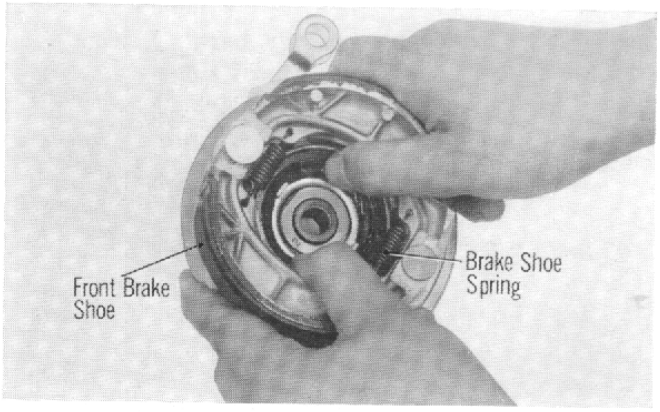

Fig. 75
(1) Place an adequate stand under the engine to raise the front wheel.
(2) Remove the front brake cable and the speedometer cable.
(3) Remove the axle nut and pull out the front wheel axle shaft and the front brake panel can be removed as a unit.
(4) The brake shoe is fixed in place with the brake shoe spring; therefore spread the brake shoes apart and remove from the panel. (Fig. 75)
(5) Remove the front brake cam and the speedometer gear from the front brake panel.
(6) Remove the tire and tube from the rim using a tire lever and pull out the tube from the tire.